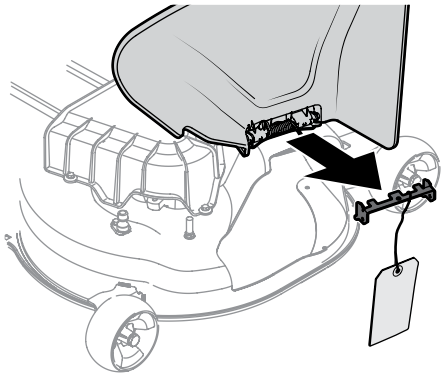

Figura 2-8
7. Sosteniendo el canal deflector totalmente hacia arriba, extraiga la traba de seguridad. Baje el canal deflector y descarte la traba de seguridad. Consulte la Figura 2-8.